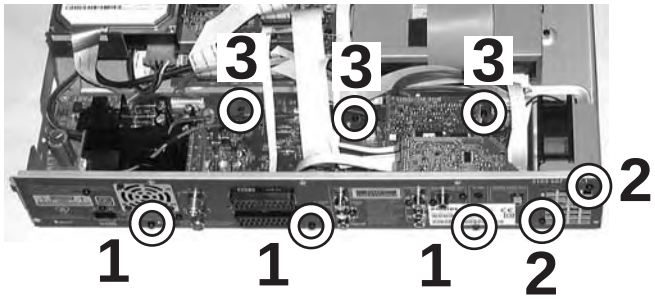
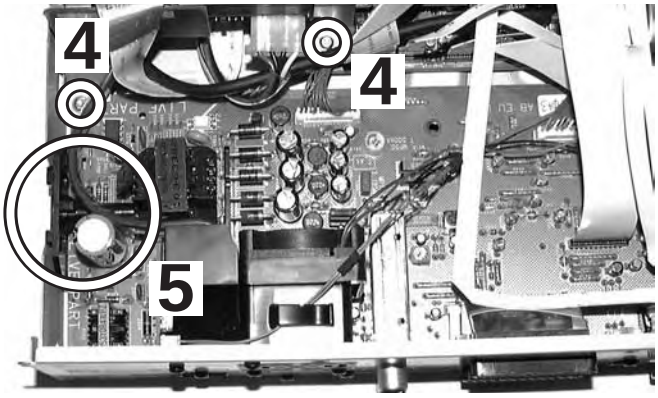
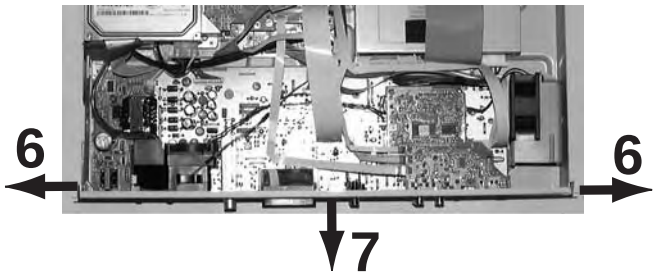

Figure 4-14
Figure 4-15
Figure 4-16
- Remove the 3 screws (1) that fix the back plate to the bottom plate, see figure 4-14
- Remove the Fan assy by releasing the fixing screws (2)
- Remove the 3 screws (3) fixing the Analog Board to the bottom plate
- Remove the 2 screws fixing the hard disc module (4), see figure 4-15
- Remove screw safety holder (5)
- Unlock the two snaps hooks at the left and right (6), see figure 4-16, and pull the board and backplate out gently (7)